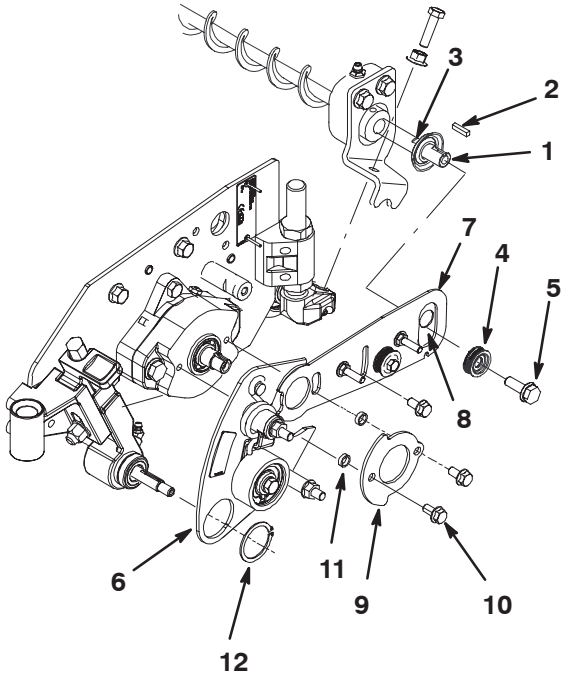

Figure 30
1. Tap bolt (2)
2. Spacer (2)
3. Nut (2)
17. Mount the new brush plate assembly and the groomer plate to the drive assembly with the retaining plate and (2) .312 x .62" lg. flange head screws and spacers (Fig. 30). Also, mount the brush plate to the threaded spacer with a .312 x .62" lg. flange head screw. Make sure the brush plate is positioned over the roller brush shaft.
18. Insert the square key into the key way on the roller brush shaft (Fig. 30).
19. Slide pulley onto key and end of roller brush shaft (Fig. 30).
20. Apply 242–Loctite (blue) to threads of 5/16–18 x 5/8" lg. flange bolt. Secure pulley to shaft with bolt and torque to 15 to 19 ft.–lbs. (1/2" wrench) (Fig. 30).
21. Secure the groomer plate assembly to the height of cut assembly with a retaining ring (Fig. 30).